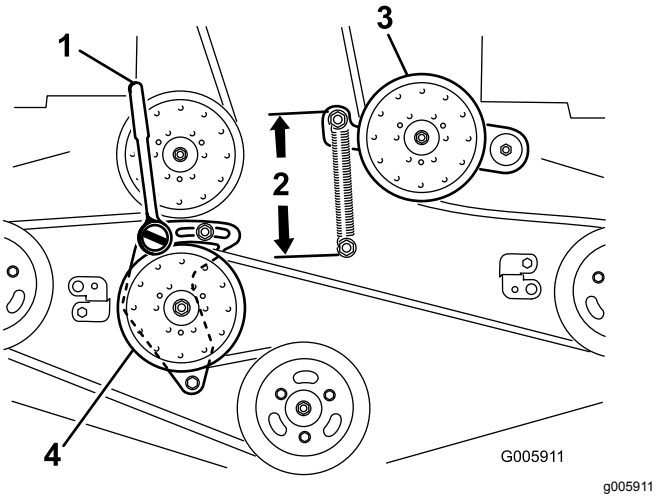

Figur 86
6. Løsne den faste lederrullarmen og juster den for å løsne remspenningen (Figur 86).
9. Før inn en momentnøkkel med kort forlenger eller en brytestang i det firkantede hullet i den faste lederullarmen (Figur 86).
11. For å øke remspenningen, roter momentnøkkelen eller brytestangen mot urviseren for å flytte den faste lederullarmen til det er 16,5 cm mellom fjærkrokene (Figur 86).